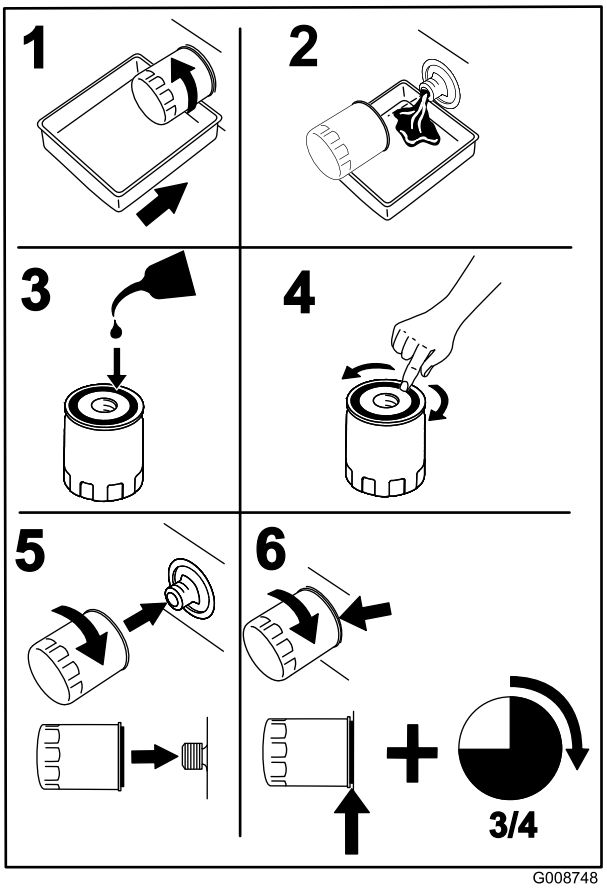

Figur 41
4. Placer en aftapningsbakke under oliefilteret, og drej filteret mod uret for at fjerne det (Figur 41).